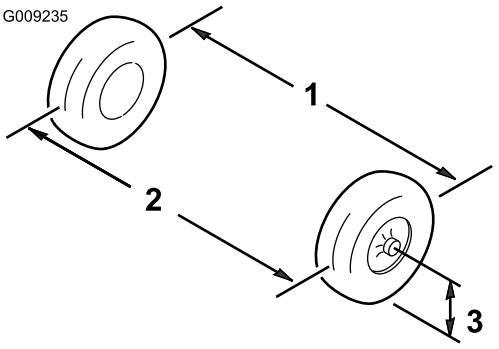

Figur 38
1. Mål afstanden mellem begge fordækkene ved akselhøjden ved både forsiden og bagsiden af fordækkene (Figur 38).